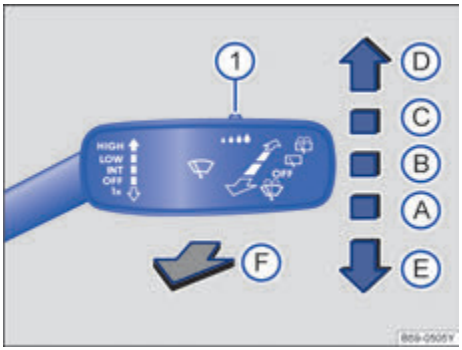

图 76 操作车窗玻璃刮水器。
① 使用开关→ 图 76①调节雨量传感器的灵敏度。
– 向下短按车窗玻璃刮水器操作杆 →图 76 Ⓔ。